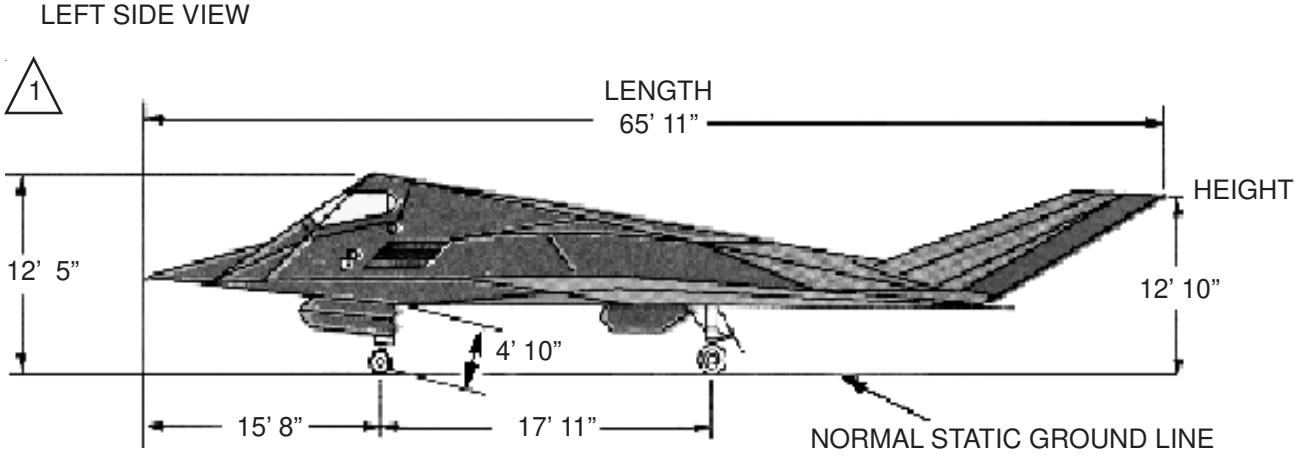

FIGURE 2. Example of aircraft dimensions.
j. Aircraft dimensions, height, length, and wingspan, are depicted in a 3 view graphic (see Figure 2).
3.1.7 Aircraft dimensions. Illustrations and information for aircraft dimensions with landing gear in down position, (i.e., height, width, and length as a minimum). This information includes interior cubic footage to determine fire retardent agent usage and amount (see Figure 2).